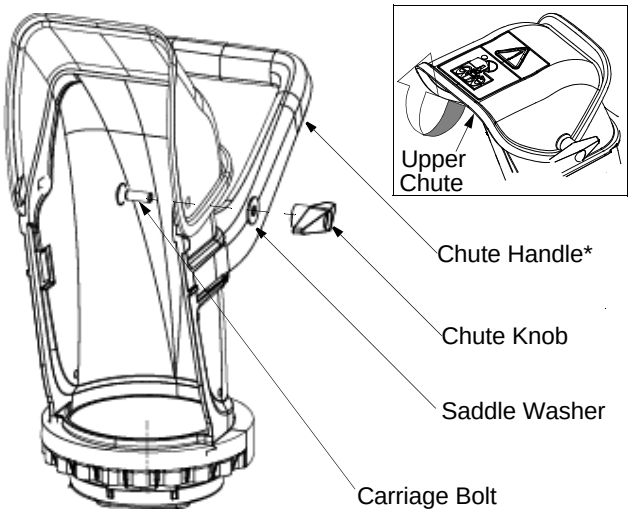

Figure 1
1. Loosen the hand knob on the upper chute and pivot the upper chute upwards as far as it will go. Follow the direction of the arrow in Figure 1.
5. Tighten the chute knob making sure the rectangular head of the carriage bolt is firmly seated in teh slot on the chute. Refer to Figure 1.